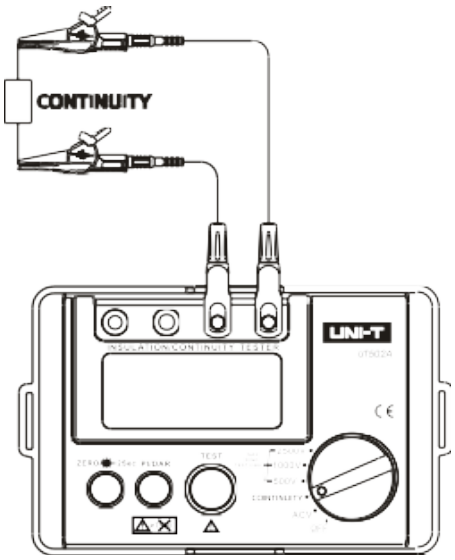

Рис.2
9. Замер низкого сопротивления (см. рис.2)